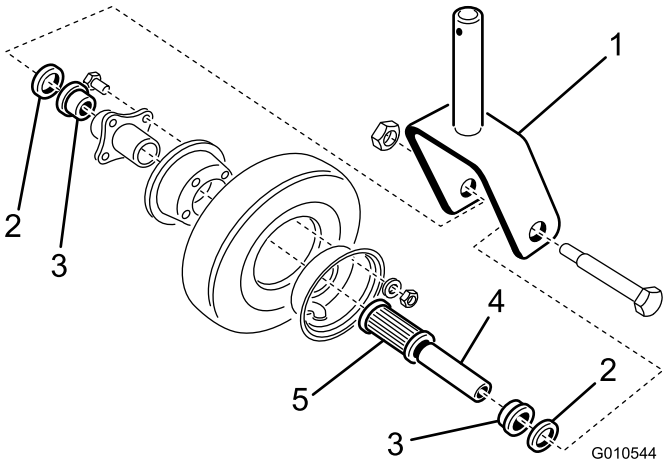

Figuur 19
1. Verwijder de borgmoer van de bout waarmee het zwenkwiel is bevestigd aan de zwenkwielvork (Figuur 19). Pak het zwenkwiel vast en schuif de bout uit de vork.
2. Kantel het wiel naar de zijkant en laat de spanbussen (Figuur 19) eruit vallen.
3. Verwijder een lagerhouder uit de wielnaaf en laat het lager eruit vallen. Verwijder de lagerhouder aan de andere kant van de wielnaaf (Figuur 19).